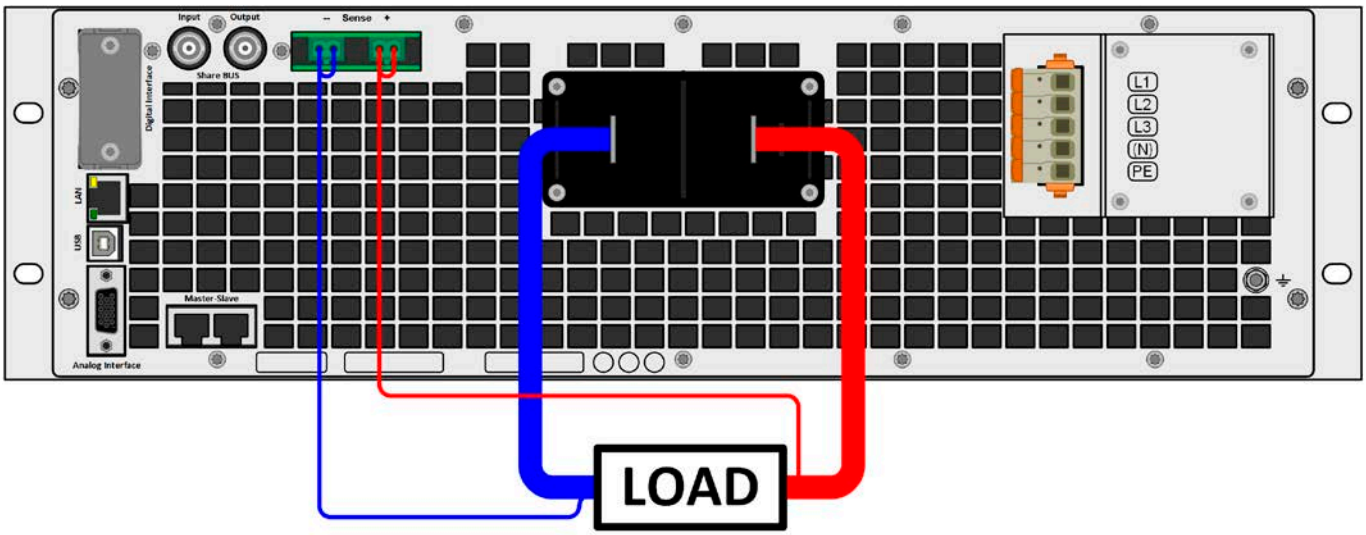

Figure 13 - Example for remote sensing wiring (DC terminal and Sense terminal covers left away for illustrative purposes)
- *Remote sensing is only effective during constant voltage operation (CV) and for other regulation modes the sense input should be disconnected, if possible, because connecting it generally increases the oscillation tendency*
- *The Sense+ cable must be connected to DC+ on the load and Sense- to DC- at the load, otherwise the sense input of the power supply can be damaged. For an example see Figure 13 below.*